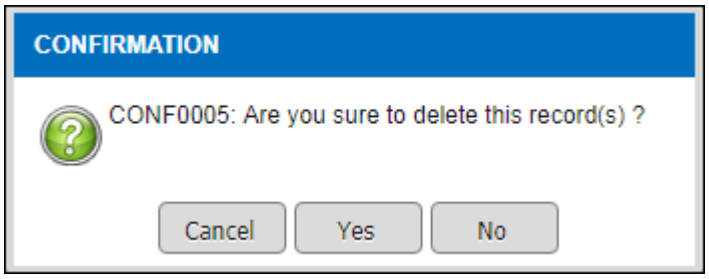

Figure 3.3-3 Alert Message to Delete Record
- Alert message will be displayed as per Figure 3.3-3.